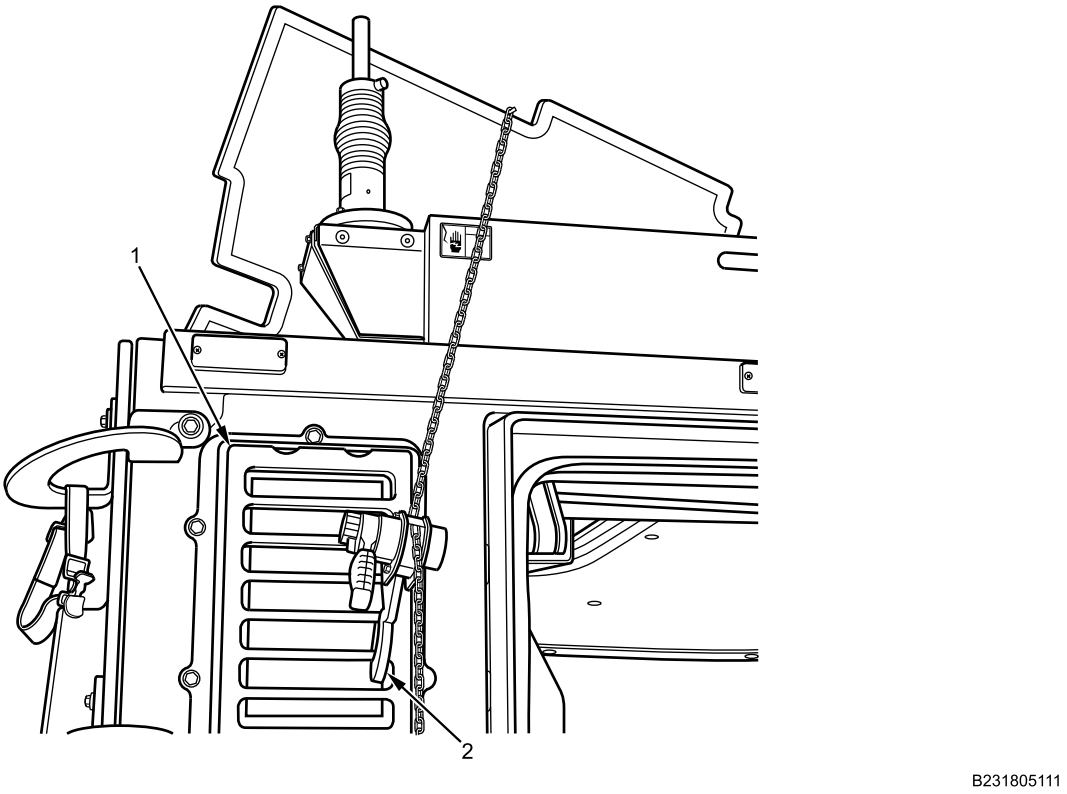

Figure 8. Removing Chain Hoist from Riot Guard.
5. Remove chain hoist end (Figure 8, Item 2) from left rear window riot guard (Figure 8, Item 1).